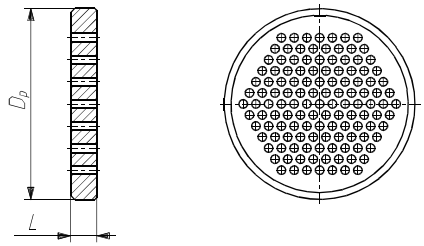

Fig. 3. Silence plate
- silencer plates on valve outlet and/or inside of reduction joint (Fig. 3, 4 and table 14)